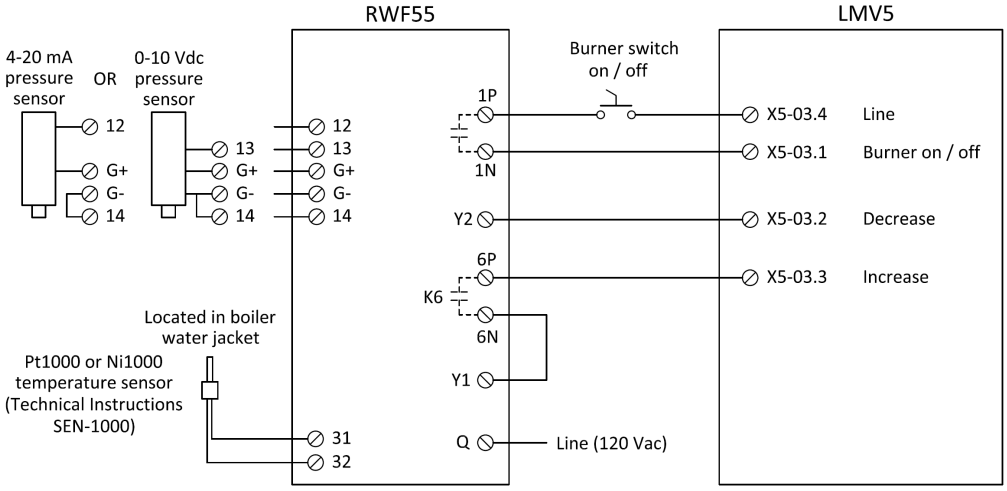

**Figure 6: Low Fire Hold via 3-position Output on a Steam Boiler**
3. Wire the LMV5 and RWF55 as shown in Figure 6: